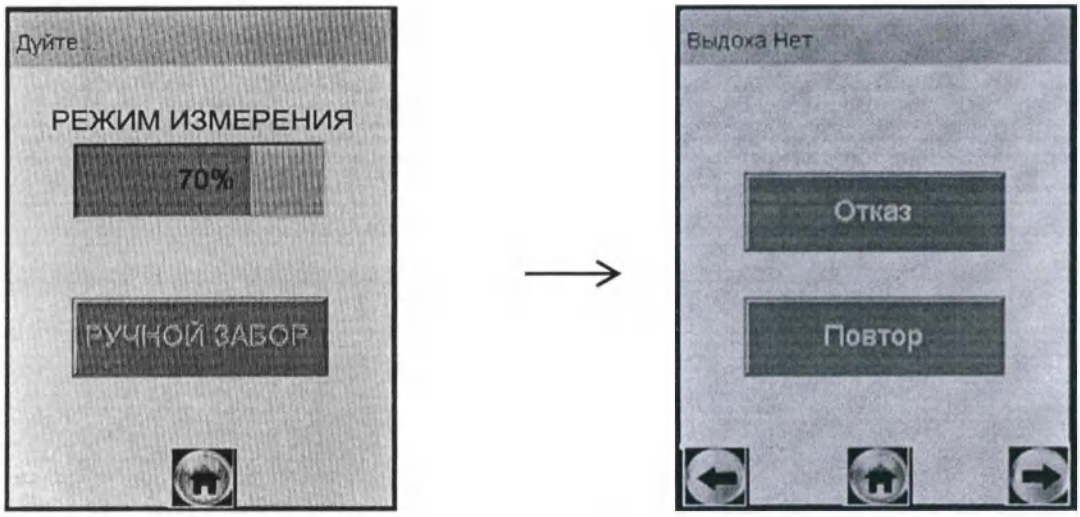

Рисунок 19 – Смена окон при отсутствии выдоха
2.8.21 Если при выполнении 2.8.11 настоящего РЭ выдох не был сделан своевременно, то окно готовности к отбору пробы «**Дуйте**» (рисунок 19, слева, с учетом поясняющих надписей к рисунку 15) через 30 секунд сменится окном «**Выдоха нет**» (рисунок 19, справа).
Целесообразно прекратить выдох. Для возобновления процедуры измерения нажмите на виртуальную кнопку «**Повтор**», после перехода анализатора в окно готовности к отбору пробы (рисунок 19, слева) обследуемый может повторить выдох согласно 2.8.12 настоящего РЭ.